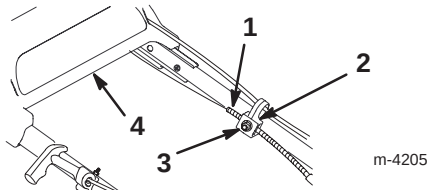

Bild 20
3. Lockern Sie die Mutter an der Zugstütze (Bild 20).
6. Ziehen Sie die Zugspirale nach unten (zum Rasenmäher), so dass der Zug kein Spiel hat (Bild 20).
7. Lockern Sie das Antriebsteil, während Sie die Zugspirale nach unten halten und ziehen die Mutter an der Zugstütze fest (Bild 20).